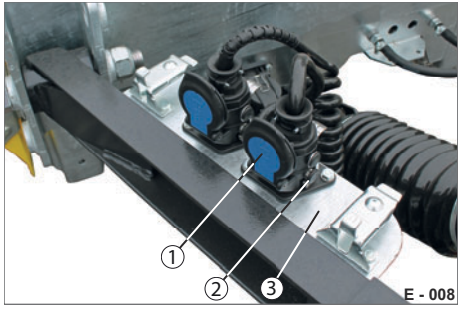

Abb. 10 Stecker geparkt
- ▶ Stecken Sie bei abgekuppelten Anhänger, die Stecker in die jeweiligen Parkdosen (Abb. 10/1).
- ▶ Drehen Sie den Bügel (Abb. 10/2) auf die Nippons an der Parkdose auf.